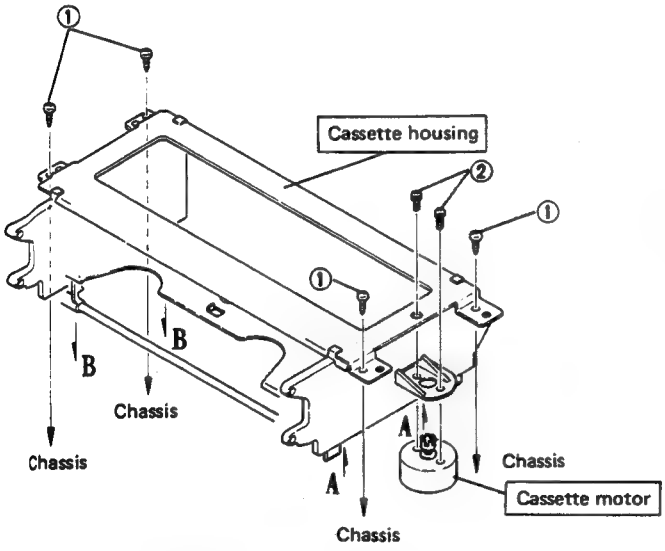

Fig. 2-5 Removing cassette housing
2) Take out 2 screws ② and replace the cassette motor (see Fig. 2-5).